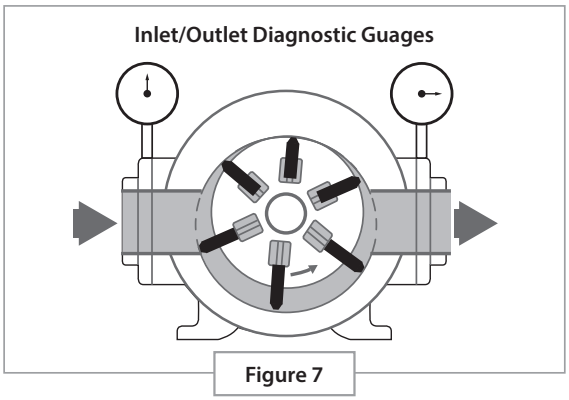

Figure 7
6. It is highly recommended that inlet and outlet gauges be installed for diagnostic use and for confirming differential pressure to adjust bypass pressure. Gauges may be installed directly on gauge ports on the pump. **Figure 7.** Good quality glycerin filled gauges, of at least 400 psi (27.5 bar) will yield the best results. Isolation valves may be used on the gauge stem.